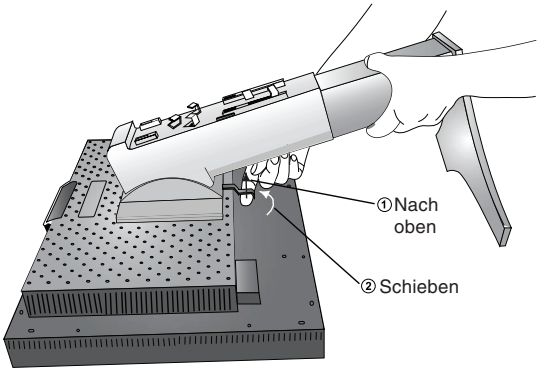

Abbildung S.2
4. Fassen Sie mit einer Hand den Fuß und mit der anderen den Schnellfreigabehebel. Bewegen Sie den Hebel in Pfeilrichtung (**Abbildung S.2**).